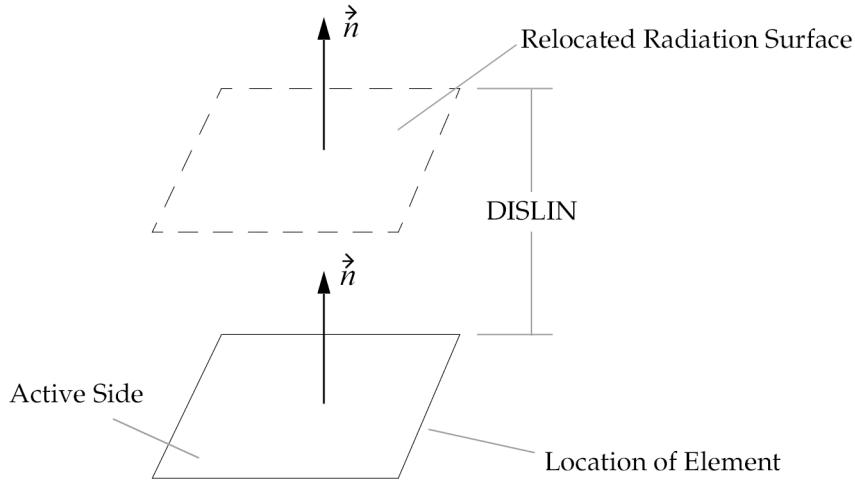

Figure 18-10. DISLIN Convention
DISLIN	The displacement of a surface perpendicular to the surface. See Figure 18-10. (Real; Default=0.0)
6. DISLIN should only be used with LINE type CHBDYE and CHBDYP surface elements. DISLIN > 0.0 means into the cavity. See Figure 18-10.